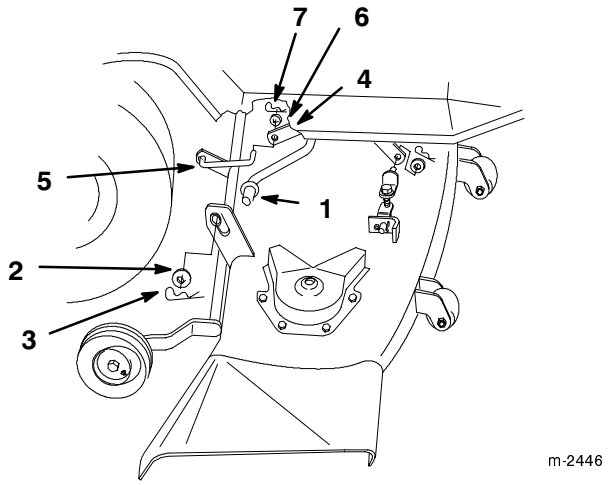

Figure 4
3. Glisser l'unité de coupe sous le châssis par la droite (Fig. 4), et aligner les bagues de montage arrière face aux extrémités des bras de relevage.
5. Engager les bagues de guidage arrière, d'abord la gauche puis la droite, sur les bras de relevage, puis glisser le plateau de coupe vers la gauche pour le mettre en place. Fixer à l'aide de rondelles de 3/4" (19 mm) et de grandes goupilles épingles (Fig. 4).
6. Fixer la liaison arrière au relevage d'accessoire à l'aide d'une rondelle de 1/2" (13 mm) et d'une petite goupille épingle (Fig. 4).